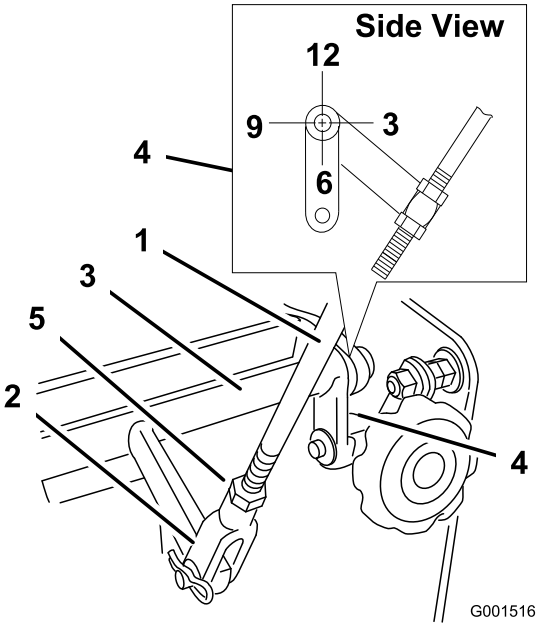

Figur 30
4. Kontrollera flikarnas riktning på ändarna av växelväljarveven. Dessa flikar ska peka rakt ned (ungefär mot kl. 6) (Figur 30).
5. Justera det gängade oket längst ned på växelväljarlänken tills flikarna står i läge kl. 6 (Figur 30).